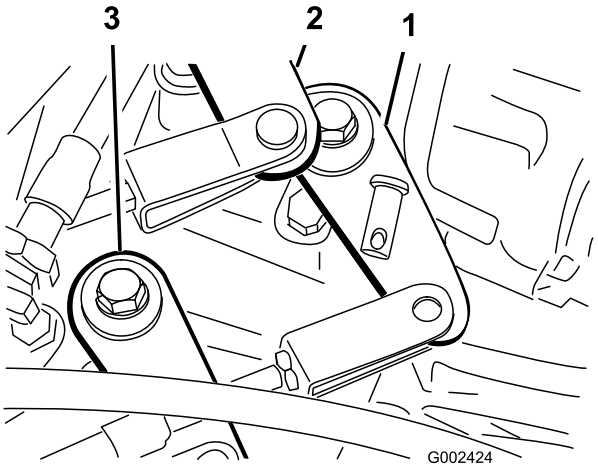

Figur 50
2. Fjern splittpinnene som fester girkablene til transakselens girarmer (Figur 50).